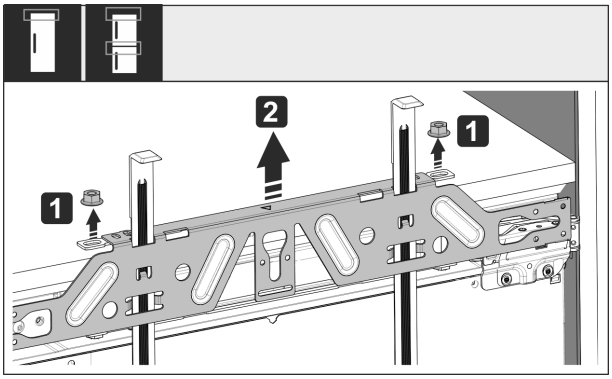

Fig. 58
▶ Soltar las contratuercas *Fig. 58 (1)*.
▶ Quitar el travesaño de fijación *Fig. 58 (2)*.